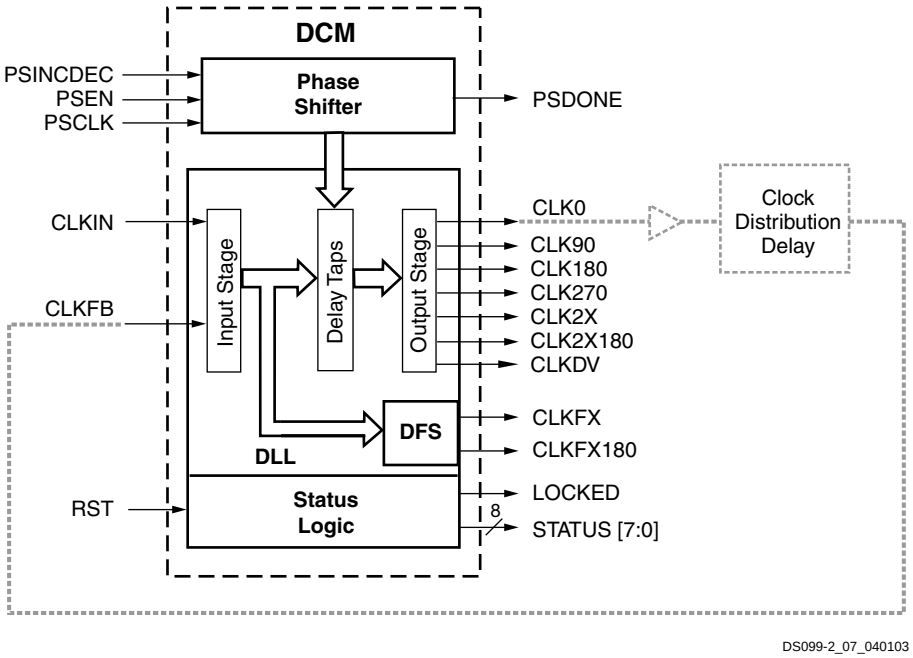

Figure 19: **DCM Functional Blocks and Associated Signals**
The DCM has four functional components: the Delay-Locked Loop (DLL), the Digital Frequency Synthesizer (DFS), the Phase Shifter (PS), and the Status Logic. Each component has its associated signals, as shown in Figure 19.